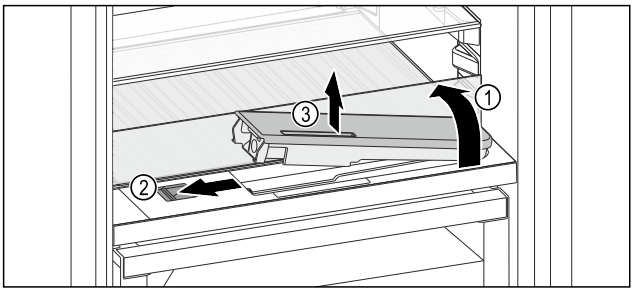

Fig. 172
▶ Paceliet stikla paneli un atlokiet līdz galam uz aizmuguri *Fig. 172 (1)*.
▶ Bīdiet slīdni *Fig. 172 (2)* pa kreisi.
▶ Izņemiet ūdens tvertni *Fig. 172 (3)*.